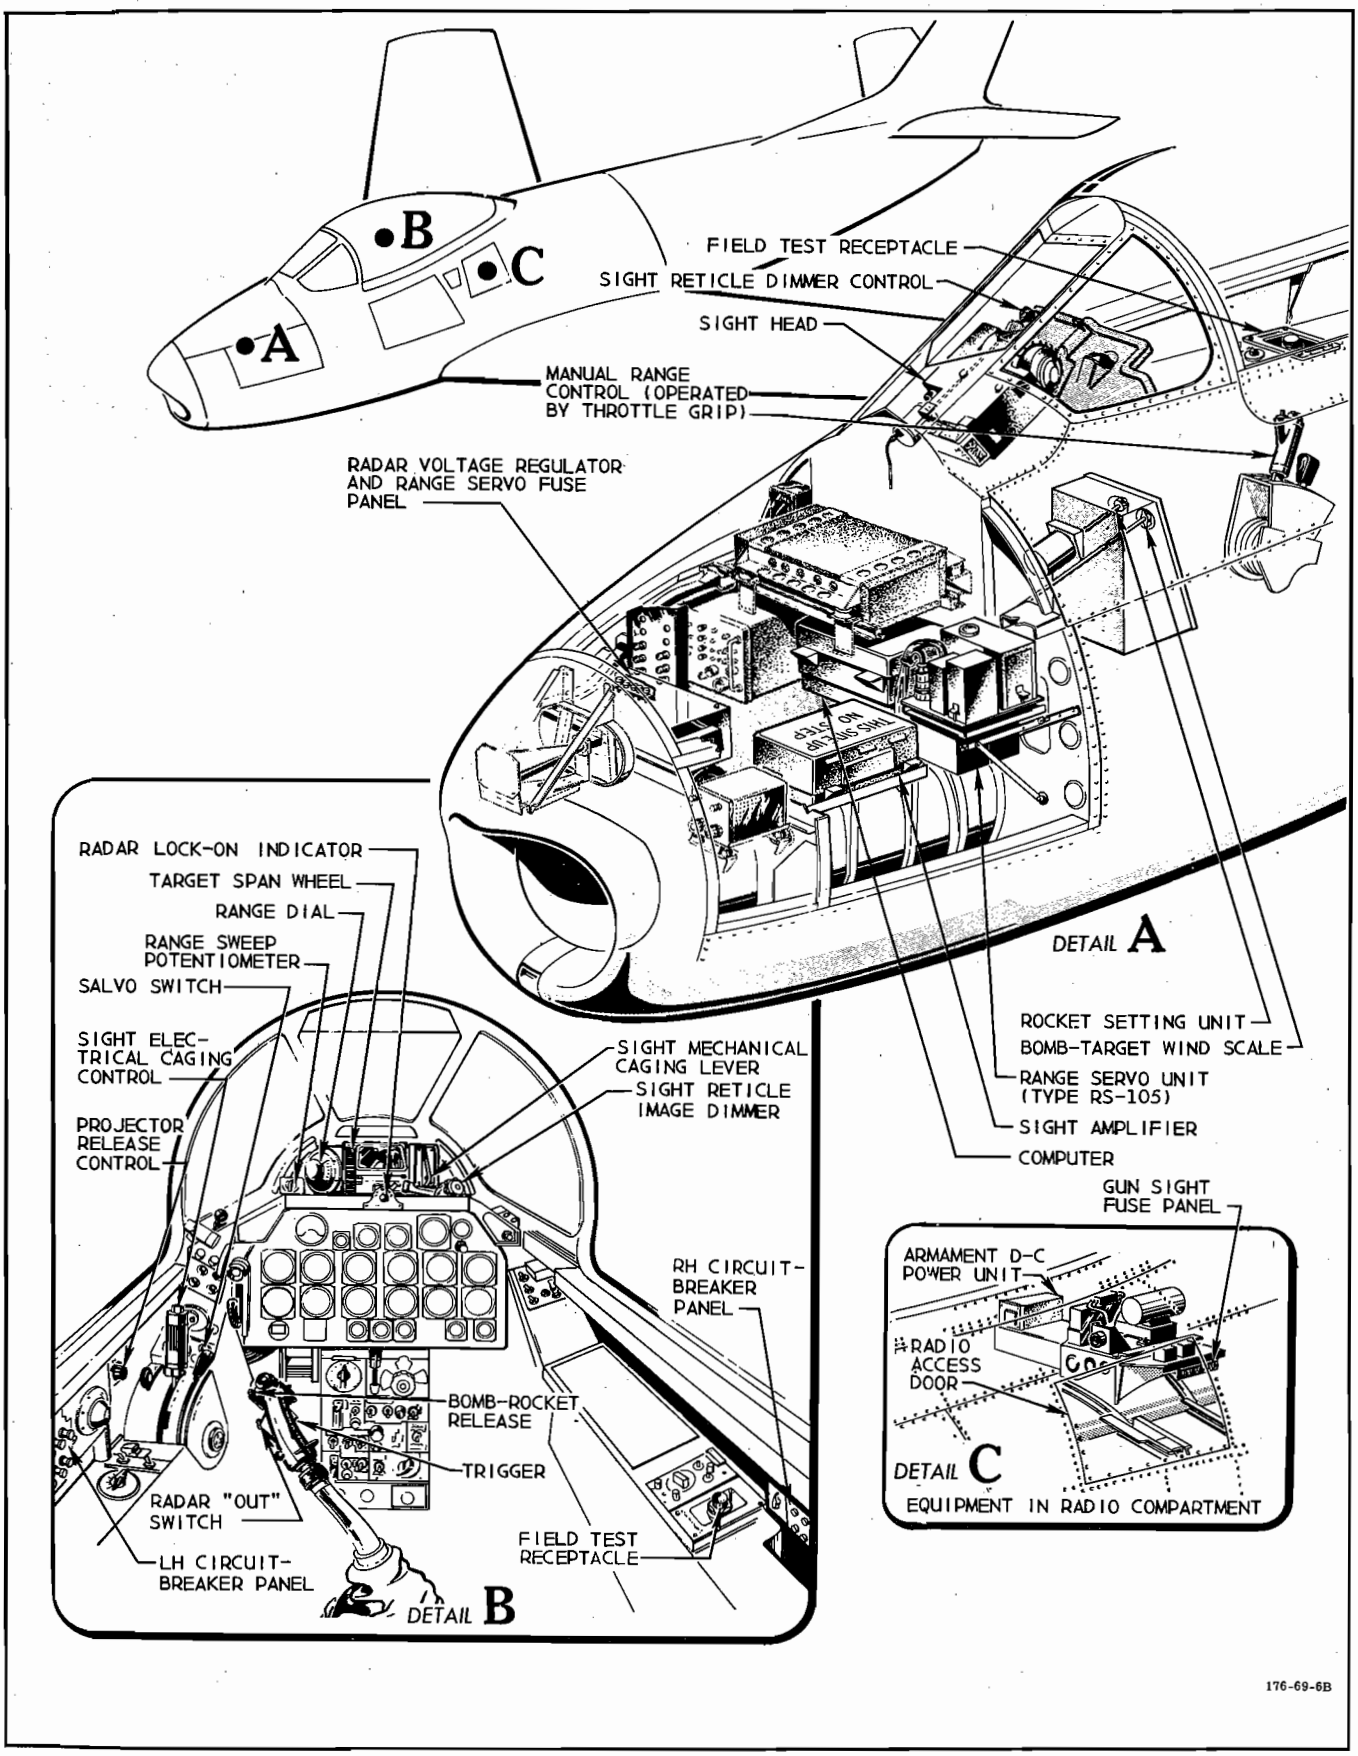

Figure 9-34. A-1CM Sight System Equipment Location
c. Check all circuit breakers and fuses. These are shown in figure 9-34.
d. Remove dummy plug from G-1A field test receptacle (figure 9-34) and connect field test unit cable to test receptacle. Then place field test unit in cockpit. As soon as the field test unit is plugged in, the heater indicator lamps on field test unit should glow, indicating that the heaters in the computer are on.